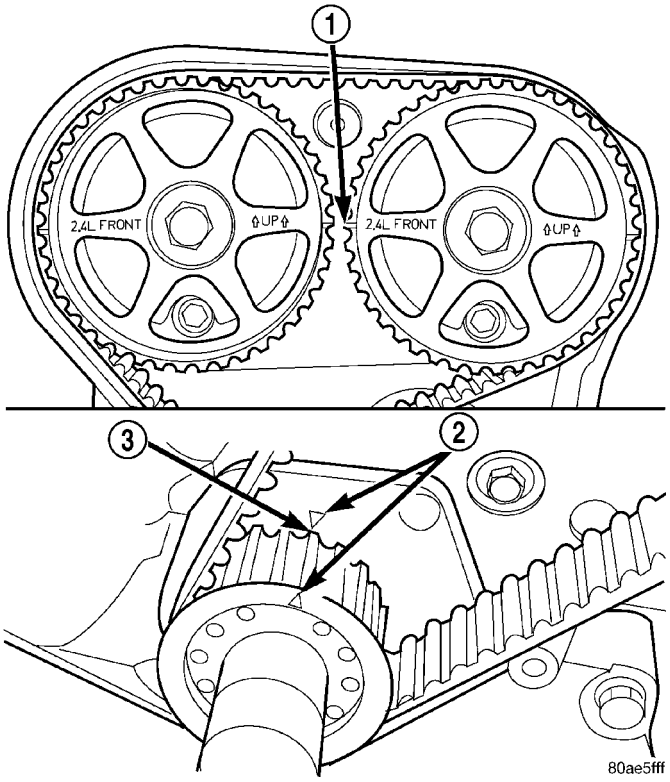

Fig. 128 Crankshaft and Camshaft Timing
(7) Rotate the crankshaft CLOCKWISE two complete revolutions manually for seating of the belt, until the crankshaft is repositioned at the TDC position. Verify that the camshaft and crankshaft timing marks are in proper position (Fig. 128).